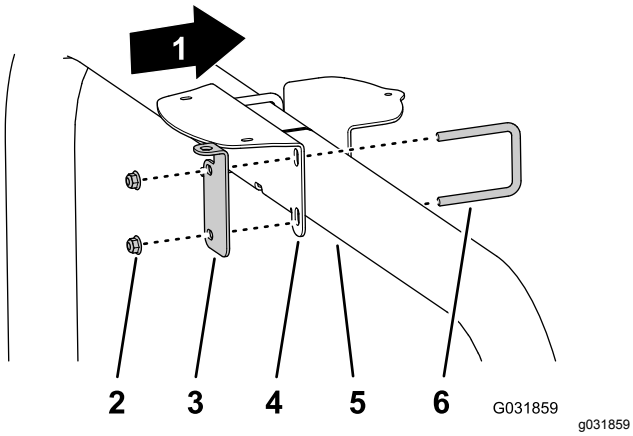

**Figur 144**
- Hvis din maskine er forsynet med GNSS og CDMA- eller GSM RTK-korrektionsmodemsættet, monteres modtagerbeslaget og RTK-antennebeslaget på styrtbøjlerøret (Figur 144) med de 2 U-bolte og 4 flangelåsemøtrikker (3/8 tomme).